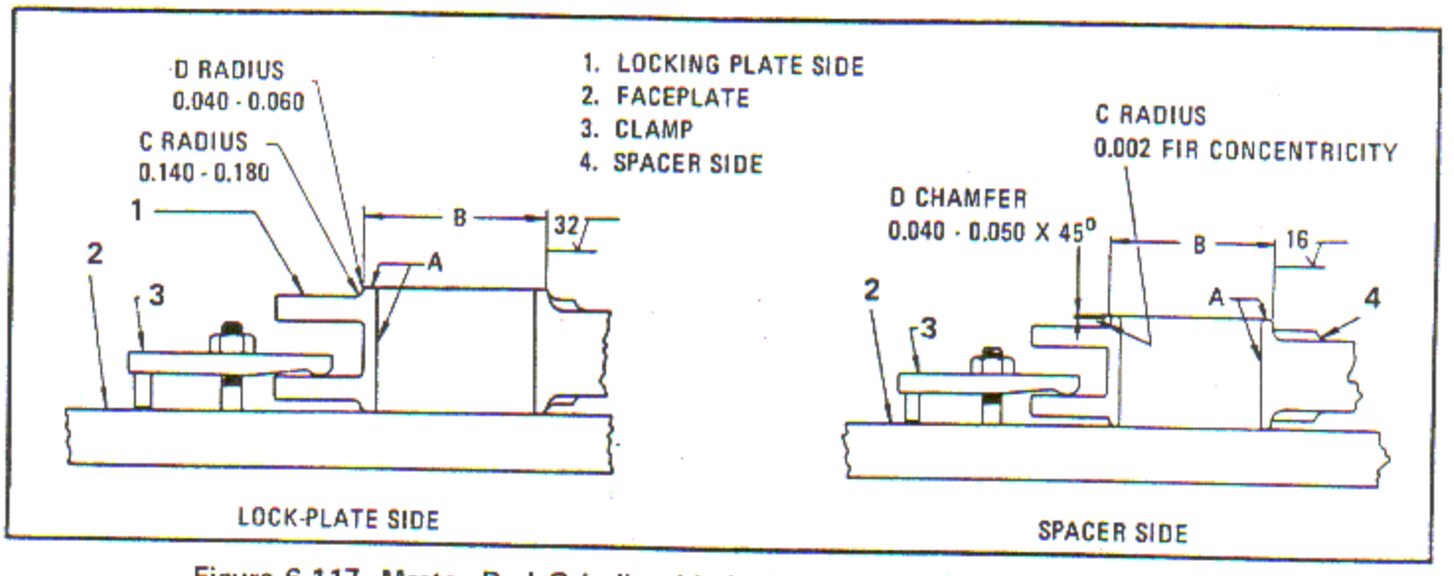

Figure 6-117. Master Rod Grinding Limits Locking Plate Side and Spacer Side
a. Place heavy paper between the clamps (3, figure 6-117) and the master rod and clamp to the grinding machine faceplate (2, Springfield Vertical Universal Grinder, Model 3TR, the Springfield Machine Tool Co., Yellow Springs and Southern Aves., Springfield, Ohio, or equivalent).
a. Using the procedure specified in paragraph 6-404, grind the outside diameter B to 4.044 - 4.045 inches. Blend radius C to 0.140 - 0.180 inch as shown. Concentricity of diameter B must be within 0.002 inch FIR of inside diameter. See figure 6-117.
a. Follow the procedures specified in paragraph 6-404. See figures 6-117 and 6-118.